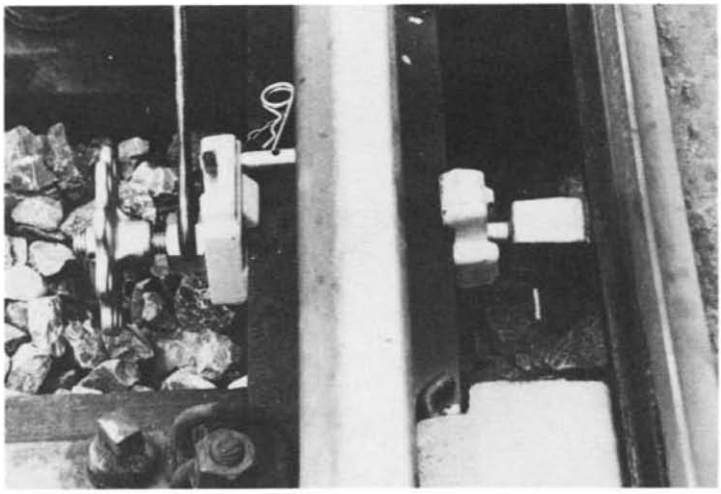

Bild 7
f) Klemmstücke durch Drehen der Mutter nach rechts gegen den Schienenfuß verspannen. Mit Schraubenschlüssel Mutter mäßig festziehen (vgl. Bild 7). Auf festen Sitz achten.